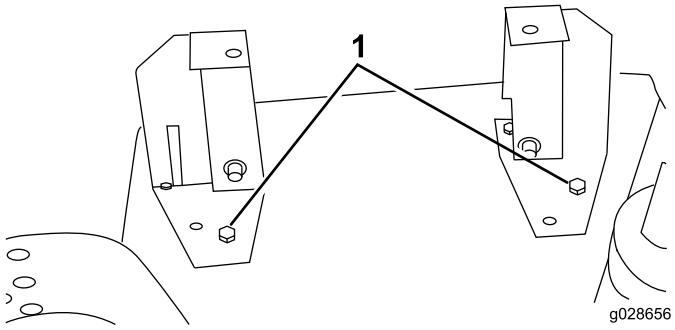

**Figure 12**
4. Utilisez chaque support comme gabarit pour repérer l'emplacement du troisième trou de fixation (arrière gauche) (Figure 12).
7. Percez un trou de 3/8 po de diamètre pour chaque support et fixez-le avec une vis (5/16 –18 x 3/4 po) et un contre-écrou (Figure 12).